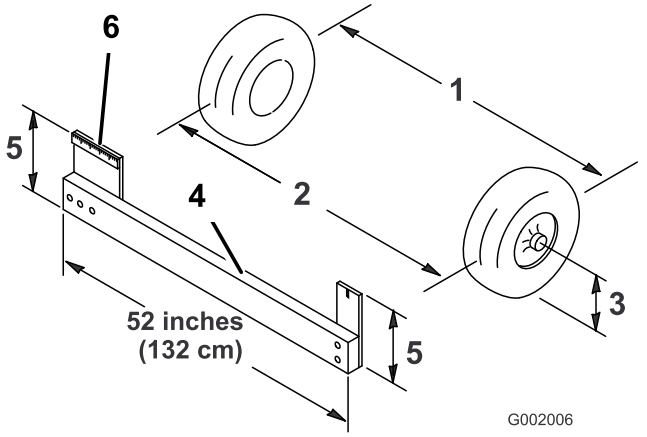

**Figur 33**
4. Mål afstanden mellem begge fordækkene ved akselhøjden ved både forsiden og bagsiden af fordækkene (Figur 33).
**Bemærk:** Der skal bruges en opspændingsanordning eller en justeringsmåler til målingen bag på fordækkene ved akselhøjde. Brug den samme opspændingsanordning eller justeringsmåler til at foretage en præcis måling foran på fordækkene ved akselhøjde (Figur 33).